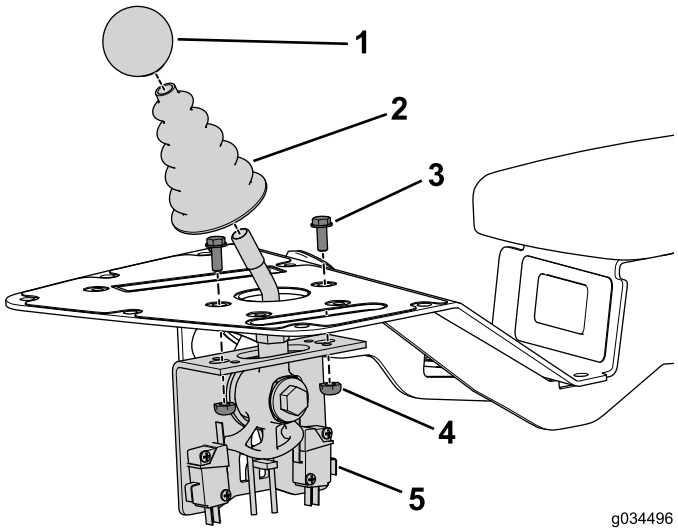

Figur 4
1. Afmonter og læg grebet fra klippekontrolakslen til side (Figur 4).
2. Afmonter og læg støvkappen fra klippekontrolakslen til side (Figur 4).
3. Afmonter og læg de 2 bolte og møtrikker, der fastgør klippekontrolenheden til konsollen, til side (Figur 4).